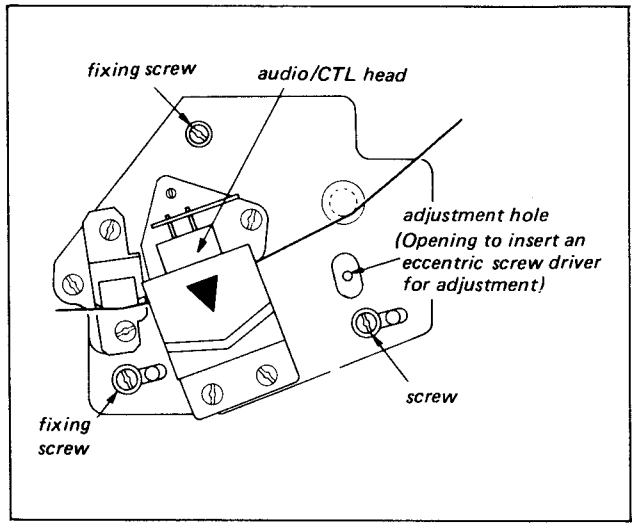

Fig. 10-33. Audio/CTL head position adjustment
6. Push the Tracking control. Loosen the three screws and insert the eccentric driver (SONY Part No. J-6040-070-A) in the adjustment hole shown in Fig. 10-33, turn the eccentric driver so that the amplitude of RF waveform is maximum.